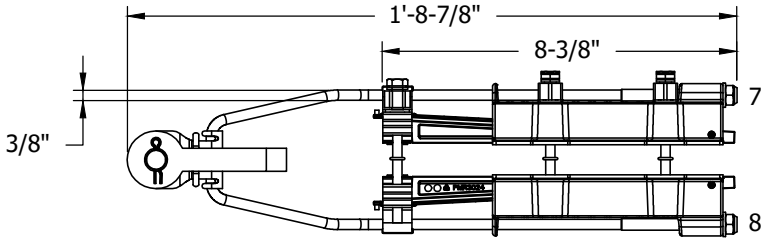

FIGURE 8
3. TIGHTEN REMAINING BOLTS IN A "**FIGURE 8**" SEQUENCE OF 6-5-4-3 REPEATEDLY UNTIL BOLT HEADS TORQUE OFF (APPROXIMATELY 3 REPETITIONS).
C. NUTS 7 AND 8 SHOWN IN **FIGURE 8** ARE INTENDED TO BE USED DURING RIGGING TO MAKE SMALL SAG CORRECTIONS ONLY AFTER CLAMP BOLTS 1 THROUGH 6 ARE INSTALLED AND SHEARED PER NOTE (B).